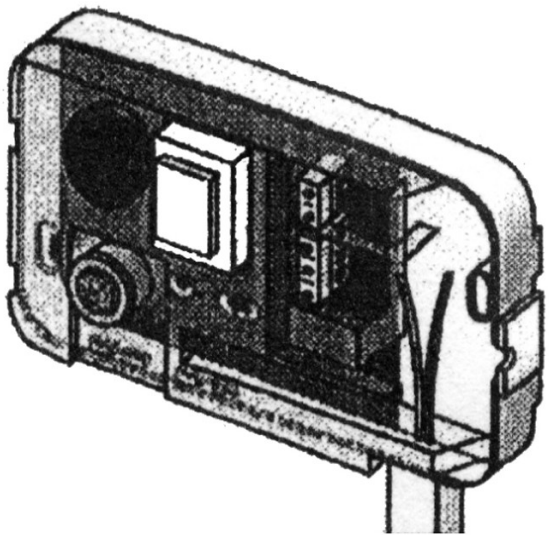

Рисунок 6
4) При использовании открытой электропроводки завести кабель в сигнализатор через отверстие снизу, применяя для прокладки кабелей короба или трубы ПВХ (рисунок 6).